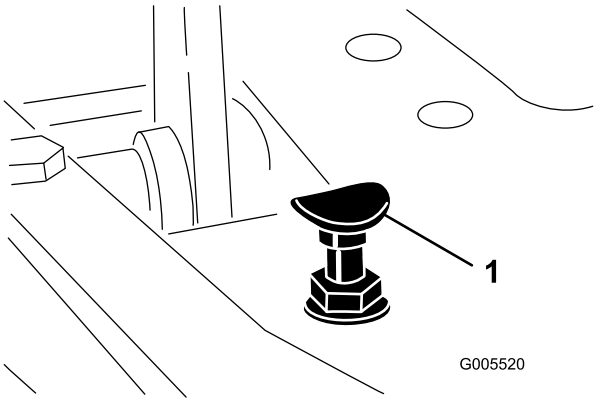

Bild 53
Stellen Sie den Funktionsschalthebel in die Transportstellung und drücken Sie das Gaspedal nach unten, um die maximale Transportgeschwindigkeit zu erreichen. Wenn das Pedal den Anschlag erreicht (Bild 53), bevor das Kabel gespannt ist, müssen Sie die Einstellung ändern:
1. Stellen Sie den Funktionsschalthebel in die Transportstellung lösen Sie die Sicherungsmutter, mit der der Pedalstopp an der Grundplatte befestigt ist (Bild 53).